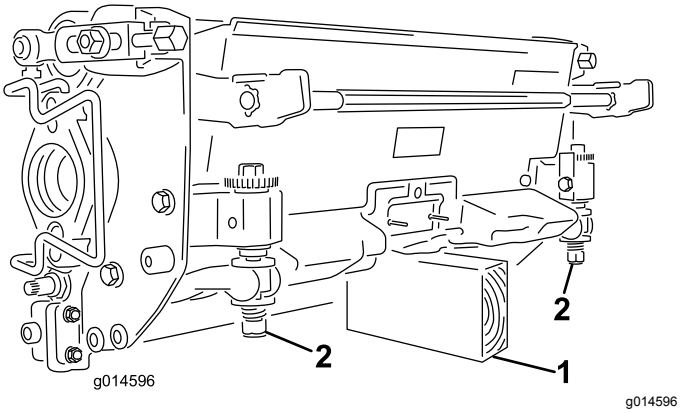

**Figur 43**
***Viktigt:*** **Om du behöver tippa klippenheten ska du stötta upp klippenhetens bakdel så att muttrarna på underknivsstångens justerskruvar inte vilar mot arbetsytan (Figur 43).**